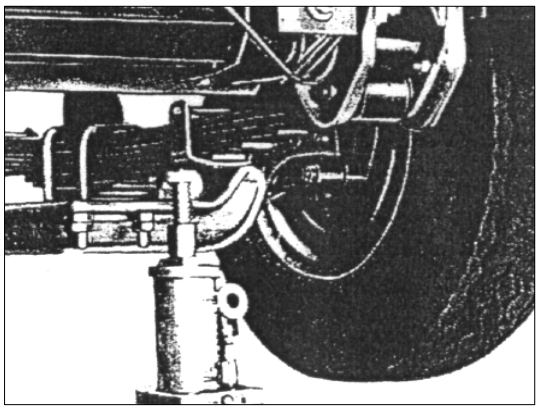

РИС. 272
1) Установите автобус на смотровую яму. Установите противооткатные башмаки спереди и сзади задних колес. Ослабьте гайки крепления передних колес. Поставьте два домкрата под рессоры передней оси (см. рис.272).